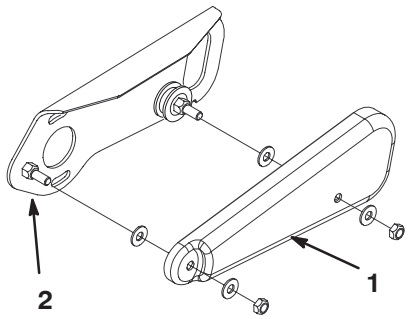

Figure 4
20. Remove (2) locknuts and (4) washers securing cover to brush plate assembly (Fig. 4) .